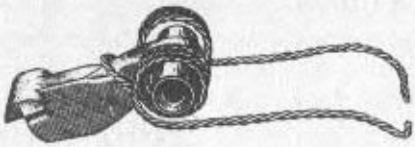

Bild 34 Lage der Schlagfeder am Schlagstück
- Das Schlagstück einsetzen. Die Schlagfeder auf die Zapfen des Schlagstückes an der Seite, wo sich der Schlagstückkopf befindet, aufsetzen und das Federende über den Schlagstückkopf schieben (Bild 34). Das Schlagstück und die Federenden mit der rechten Hand halten sowie das Schlagstück so in das Gehäuse einführen, daß der linke Zapfen zum Patronenlager zeigt. Die Bohrungen im Schlagstück mit den entsprechenden Bohrungen im Gehäuse in Übereinstimmung bringen. Den Dorn mit dem starken Ende von rechts in die Bohrungen des Gehäuses und des Schlagstückes schieben, das lange Ende der Sperrfeder mit dem Schraubendreher an den Gehäuseboden drücken und den Dorn bis zum Austritt durch die linke Bohrung des Gehäuses schieben. Das Schlagstück mit der rechten Hand halten, die Schlagstückachse von links einsetzen und bis zum Anschlag nach rechts schieben (der Anschlag muß zu hören sein). Mit der rechten Hand das rechte Ende der Schlagfeder vom Schlagstückkopf herunternehmen und auf dem Gehäuseboden aufsetzen.